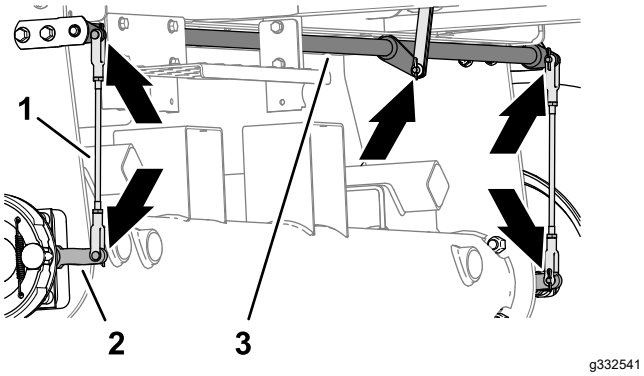

**Figur 70**
1. Inspiser venstre og høyre bremsestangenheter (Figur 70) for skade og slitasje.
2. Inspiser svingakselen for bremse (Figur 70) for skader og slitasje.